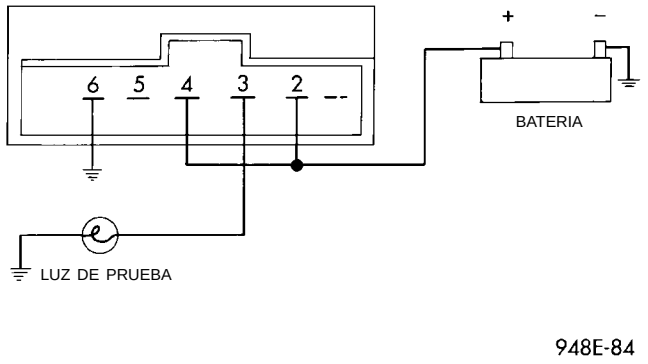
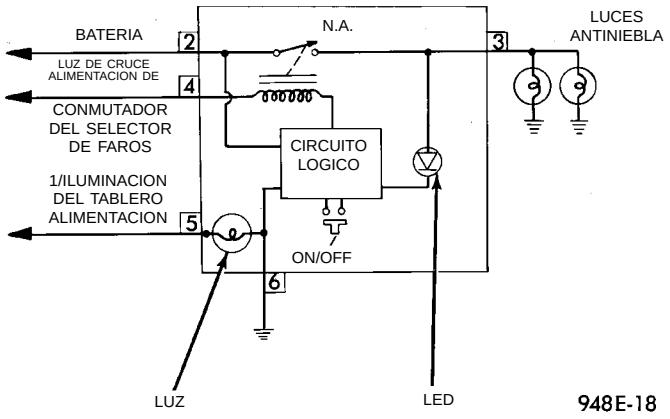

Fig. 3 Prueba del conmutador de la luz antiniebla
Fig. 4 Circuito del conmutador de la luz antiniebla
(1) Retire el conmutador de la luz antiniebla. Consulte Desmontaje del desempañador de la luneta trasera y/o conmutador de la luz antiniebla.
(2) Utilizando dos cables de puente, conecte la espiga 2 y la Espiga 4 del conmutador al voltaje de la batería.
(3) Utilizando una luz de prueba, conecte la misma a la Espiga 3 como muestra la (Fig. 3). Consulte la (Fig. 4) para informarse sobre el circuito del conmutador de la luz antiniebla.
(4) Pulse el botón del conmutador de la luz antiniebla. La luz de prueba y el indicador LED (diodo emisor de luz) en la parte delantera del conmutador deberían encenderse.
(5) Si el LED o la luz de prueba no encienden, reemplace el conmutador.